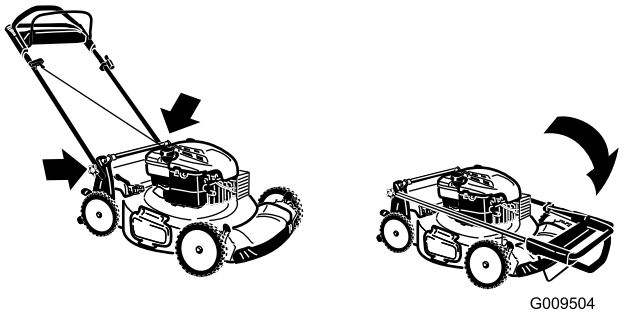

Bild 31
3. Klappen Sie den oberen Griff nach vorne, siehe Bild 31.